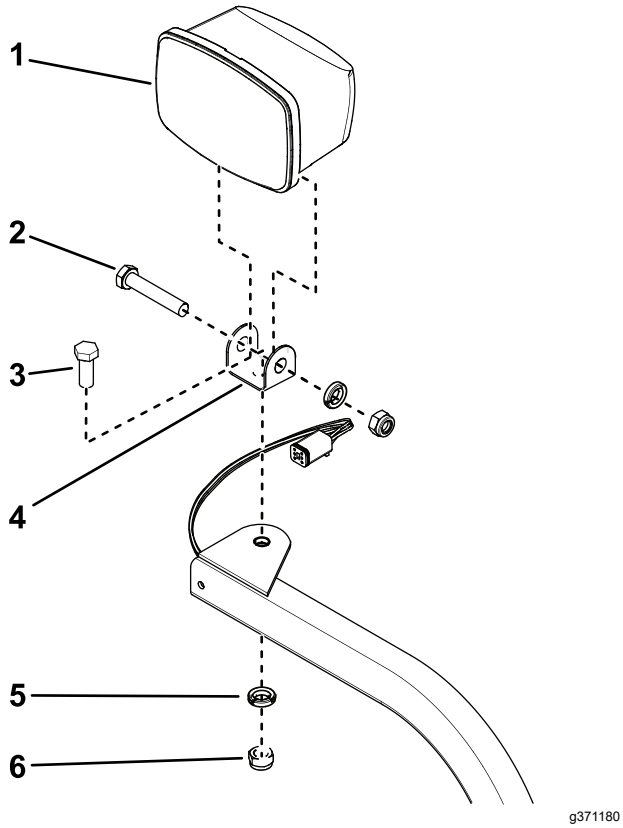

Figur 7
2. Fastgør venstre og højre forlygte til forlygtebeslagene (Figur 7) med de holdere, der leveres med lygterne.
4. Fastgør venstre og højre forlygtesamling til forlygtebeslagene (Figur 7) med de holdere, der leveres med sættet.